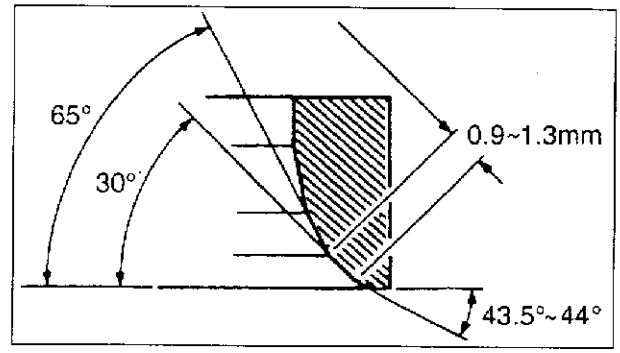

图 2－1－23
①将要更换的气门座从内侧削去一部分使其变薄后拔出，如图 2－1－24 所示。